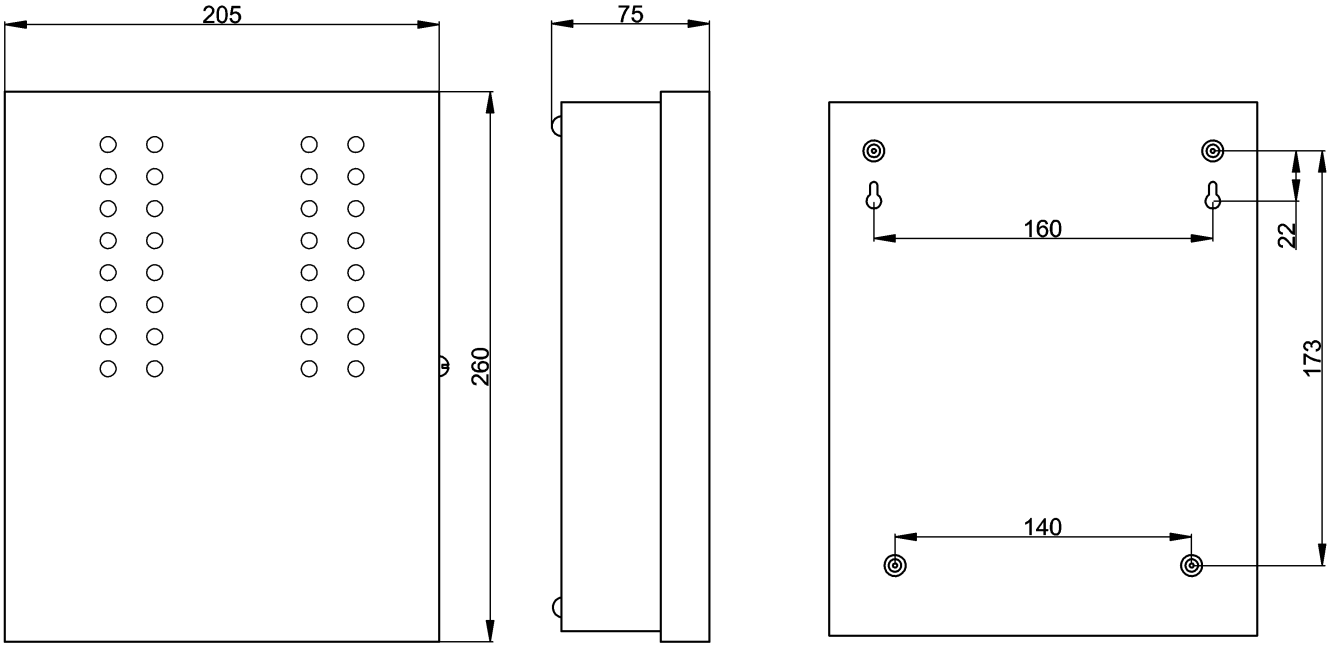

Рис.5.7 Габаритные и установочные размеры прибора (металлический корпус)
На задней стенке корпуса имеются отверстия для ввода проводов внешних подключений и кабеля антенны. Отверстия, диаметром 5мм предназначены для крепления прибора шурупами к стене. Два отверстия имеют вид пазов для навешивания на шурупы, нижние два отверстия служат для фиксации прибора (Рис.5.7, 5.8).
Прибор устанавливается в охраняемом помещении, в удобном для технического обслуживания месте. Прибор размещается на стене, на высоте, удобной для наблюдения за индикацией. Прибор навешивается на два шурупа, ввинченных в стену и кфиксируется другими шурупами через отверстия в дне корпуса (Рис. 5.7, 5.8).
- установить два шурупа по установочным размерам (Рис.5.7, 5.8);